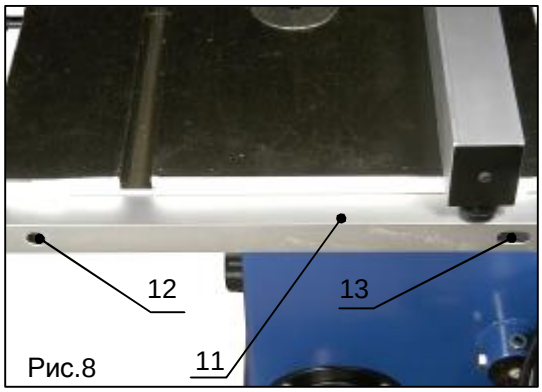

Рис.8
3. Прикрепите квадратную трубку (поз.11, рис.8) к столу двумя шестигранными болтами (поз.12-13, рис.8).